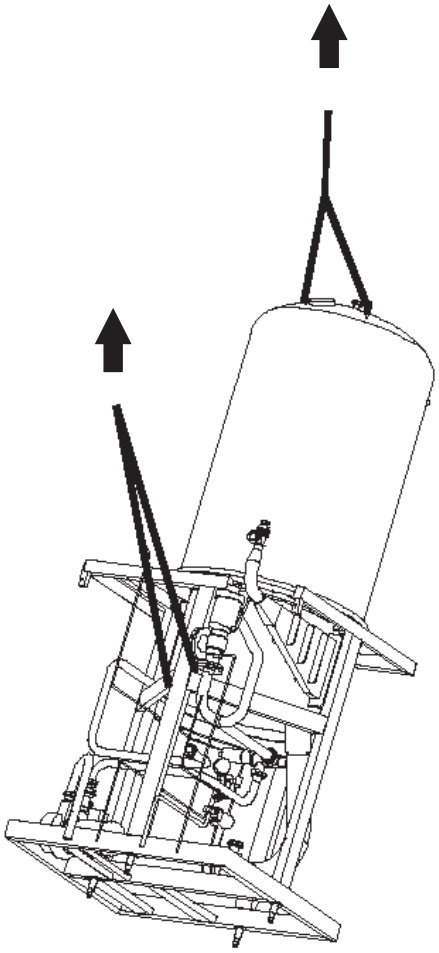

Figure 2
6) Erect the complete F-vessel DHM module until the vessel is hanging freely/vertically (figure 2).
8) Align the footplates (F) under the frame and place the vessel.